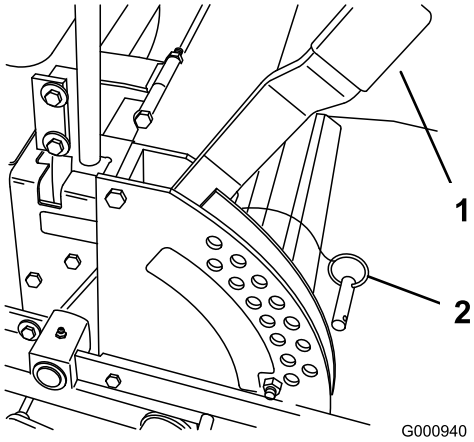

Figura 16
1. Levante la palanca de ajuste de la altura de corte a la posición de transporte (que es también la posición de altura de corte de 127 mm) (Figura 16).
2. Para ajustarla, retire el pasador del soporte de altura de corte (Figura 16).
3. Seleccione un taladro del soporte de altura de corte que corresponda a la altura de corte deseada, e inserte el pasador (Figura 16).